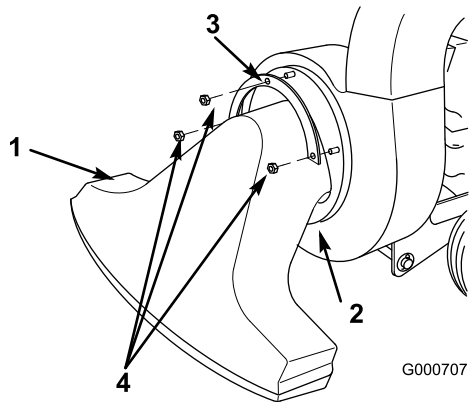

Figuur 33
6. Verwijder de voorste zuigkop (Figuur 33).
7. Schuif de zak van de afvoertunnel en verwijder de afvoertunnel (Figuur 33).